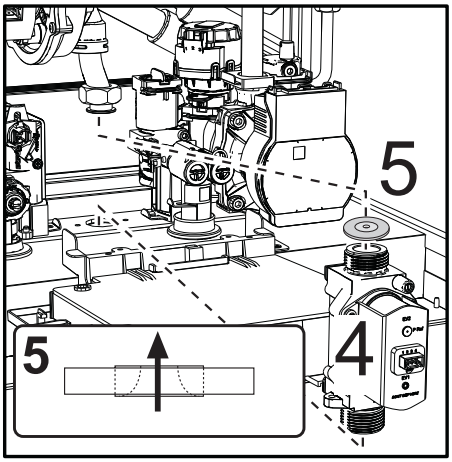

fig. 46
- Scoateţi valva de gaz **„4”** şi diafragma pentru gaz **„5”** (fig. 46).